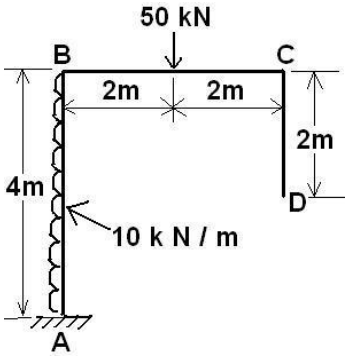

Fig. 3
Q.5 (a) A beam ABC has spans AB= 3m BC = 5 m. End ñAò is fixed and end ñCò is hinged. Span AB carries udl of 2 kN/m. Analyze the beam using flexibility system approach. (07)
(b) Find horizontal deflection at point D for the frame shown in figure. 3 using any method. Take EI=20000 $kN.m^2$. (07)
Q.5 (a) A fixed beam ABC of length 5 m is fixed at ñAò and ñCò. Spans AB= 4m BC = 3 m. It carries a point load of 250 KN at ñBò. Analyze the beam using stiffness system approach. (07)
(b) Find horizontal deflection at point C for the frame shown in figure 3 using any method. Take EI=20000 $kN.m^2$. (07)